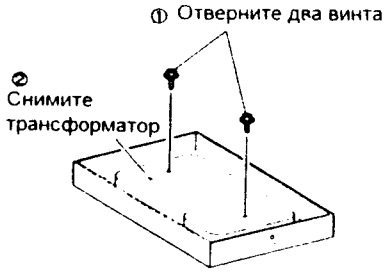

Рис. 5
(2) Снимите трансформатор (рис. 5).